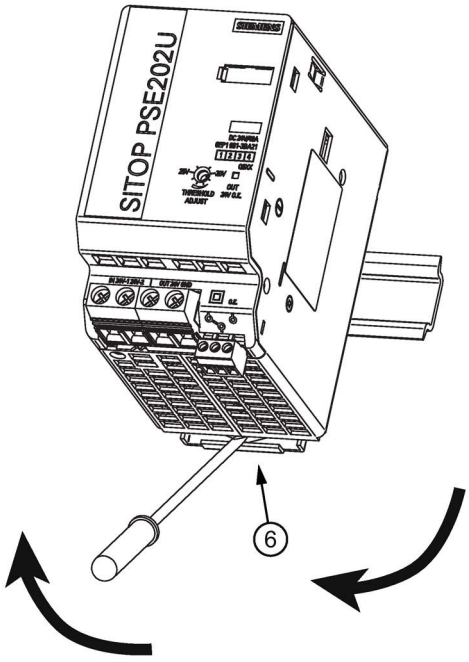

图 3-2 安装/拆卸
拆卸时利用螺丝刀拨开滑块 ⑥，将设备从凹顶导轨的下边缘松开（参见 图 3-2 安装/拆卸 (页 41)）。接着可以将设备从凹顶导轨的上边缘取下。